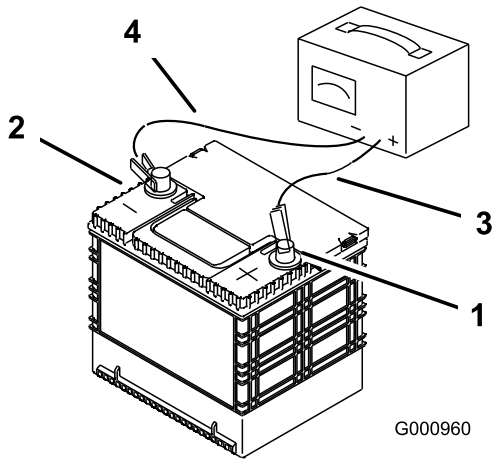

Figur 63
2. Når batteriet er fuldt opladet, skal du tage opladeren ud af stikkontakten og dernæst frakoble opladningskablerne fra batteriets poler (Figur 63).